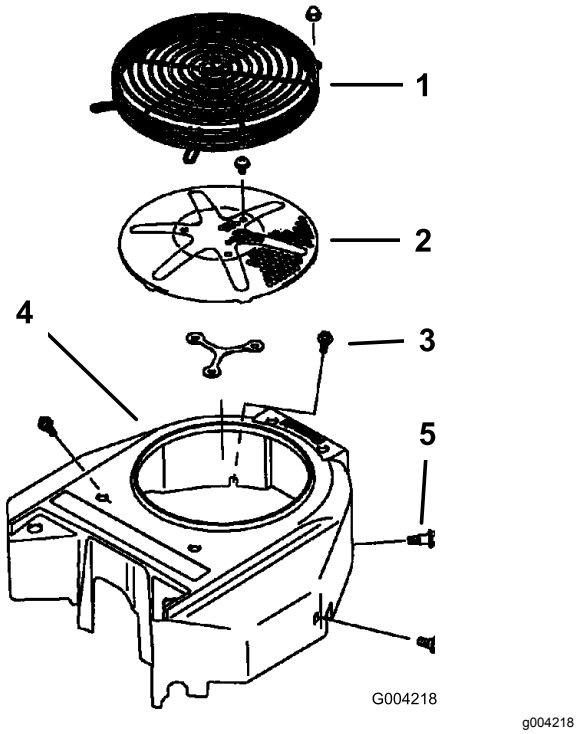

**Figuur 79**
Verwijder telkens voor gebruik eventuele grasresten, vuil of andere verontreiniging van het motorscherm. Dit draagt bij tot een adequate koeling en een correct motortoerental en verkleint de kans dat de motor oververhit raakt en mechanische schade oploopt (Figuur 79).
3. Verwijder het luchtinlaatrooster, de terugloopstarter en de ventilatorbehuizing (Figuur 79).
5. Verwijder de luchtinlaatroosters, de terugloopstarter en de ventilatorbehuizing (Figuur 79).